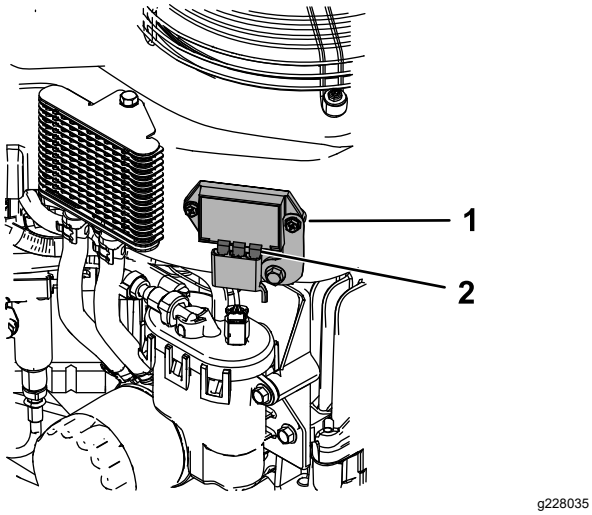

Figura 38
4. Aplique un poco de grasa a las patillas del regulador de tensión (Figura 38).